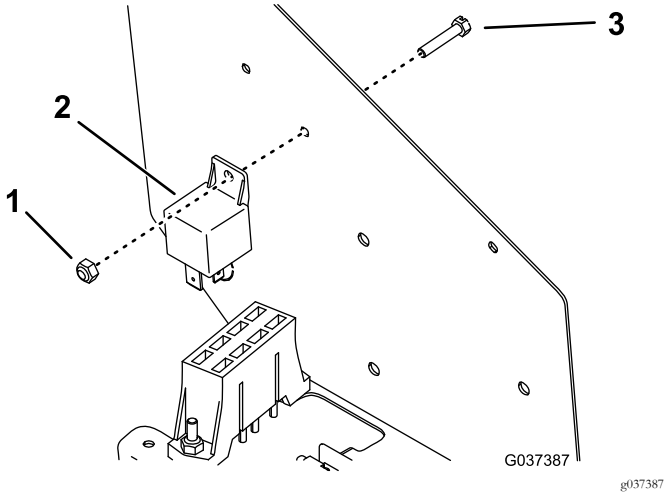

Figure 10
6. Montez le relais d'alimentation à l'intérieur du panneau de commande avec une vis et un écrou (Figure 10).